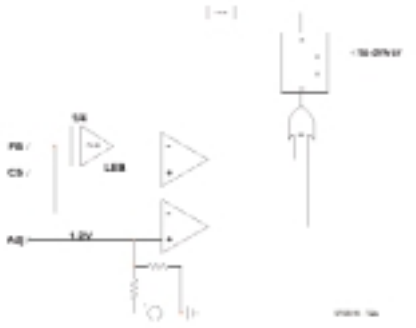
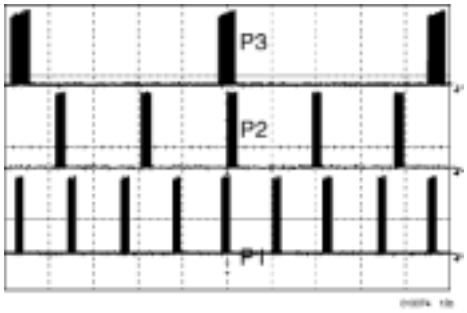

Figuur 2a. De FB-pen wordt permanent gecontroleerd door een comparator.
Figuur 2b. Drie verschillende niveaus van het vermogen in burst-mode (P3 < P2 < P1).
Dit doet hij door Ip te moduleren in de wetenschap dat Lp en de schakelfrequentie Fsw niet variëren. Ip wordt gemeten via een shuntweerstand die in serie met de power MOSFET is opgenomen. De zo verkregen spanning wordt op de Current Sense (CS) pen van de NCP1200 aangeboden. Deze spanning wordt vervolgens vergeleken met de spanning op pen FB, die inwendig door 4 wordt gedeeld (**figuur 2a**). FB is een elektrische representatie van het signaal op de secundaire wikkeling, dat via een isolator (vaak een optocoupler) wordt overgebracht. Als het door de belasting gevraagde vermogen stijgt, wordt het niveau op FB hoger (tot 4 V) en veroorzaakt een grotere piekstroom in de primaire wikkeling. Daarentegen getuigt een lage spanning op FB van een gering uitgangsvermogen. In alle gevallen stelt de regeling zich in om aan de eerder genoemde formule te voldoen. Als de belasting aan de uitgang verdwijnt, blijft de regeling op een zeer bescheiden niveau werken, echter wel altijd op de Fsw-frequentie (40 kHz bijvoorbeeld). Maar iedere cyclus waarin de MOSFET geleidt, vergroot het standby-vermogen. Dat probeert de NCP1200 zoveel mogelijk te verhinderen. Eén van de eenvoudige middelen om het standby-vermogen te reduceren, bestaat uit het overslaan (skippen) van perioden als het uitgangsvermogen afneemt. De NCP1200 werkt dus met een vaste frequentie (bij normale belasting) en kan daarnaast automatisch, bij een laag vermogen, overgaan op 'cycle skipping' (perioden overslaan). De toepassing van deze techniek vereist slechts een eenvoudige comparator zoals in figuur 2a duidelijk is gemaakt. Zodra de spanning op pen FB onder 1,4 V daalt, begint het regelgedeelte in het IC uitgangsimpulsen te onderdrukken. Er volgt dus een modulatie van de uitgangsimpulsen wat betreft hun aantal en herhalingsfrequentie (controlled burst operation). **Figuur 2b** toont oscilloscoopbeelden van de uitgang van een NCP1200 bij verschillende vermogensniveaus. Het belangrijkste probleem van systemen die met cycle skipping werken, schuilt in de pakketjes met de 40-kHz-impulsen, waarvan de herhalingsfrequentie in het hoorbare gebied kan liggen. Een transformator is een mechanisch element en kan de oorzaak zijn van een resonantie in de buurt van onze herhalingsfrequentie. Er ontstaat dan een zeer hinderlijk gefluit waarvan de intensiteit afhangt van de piekstroom door de primaire wikkeling. Gelukkig slaat de NCP1200 alleen bij het leveren van weinig vermogen perioden over. De uitgang hoeft dan weinig stroom te leveren, wat geen bijgeluiden in de transformator oplevert. Zijn er transformatoren die toch nog bijgeluiden veroorzaken, dan kan de stroomdrempel waarop het cycle skipping plaatsvindt, ingesteld worden door pen 1 van het IC te verbinden met een tussen V_{CC} en GND aangebrachte spanningsdeler.